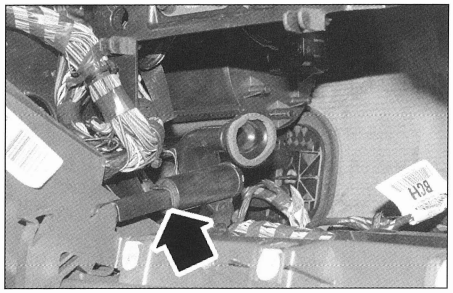

FIG. 49
• Desengrapar de la carcasa de guantera su cilindro hidráulico de retención **(fig. 49)**.